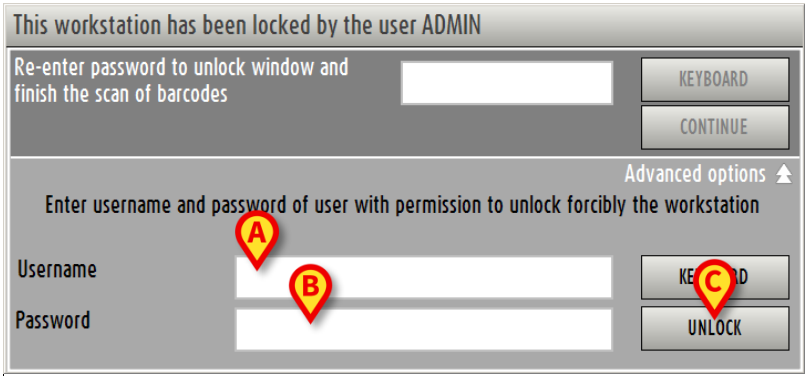

Fig 186 - Advanced options
The window changes in the following way (Fig 186).
- Insert the username of the new user in the “Username” field (Fig 186 **A**).
- Insert the password of the new user in the “Password” field (Fig 186 **B**).
- Click the **Unlock** button (Fig 186 **C**).